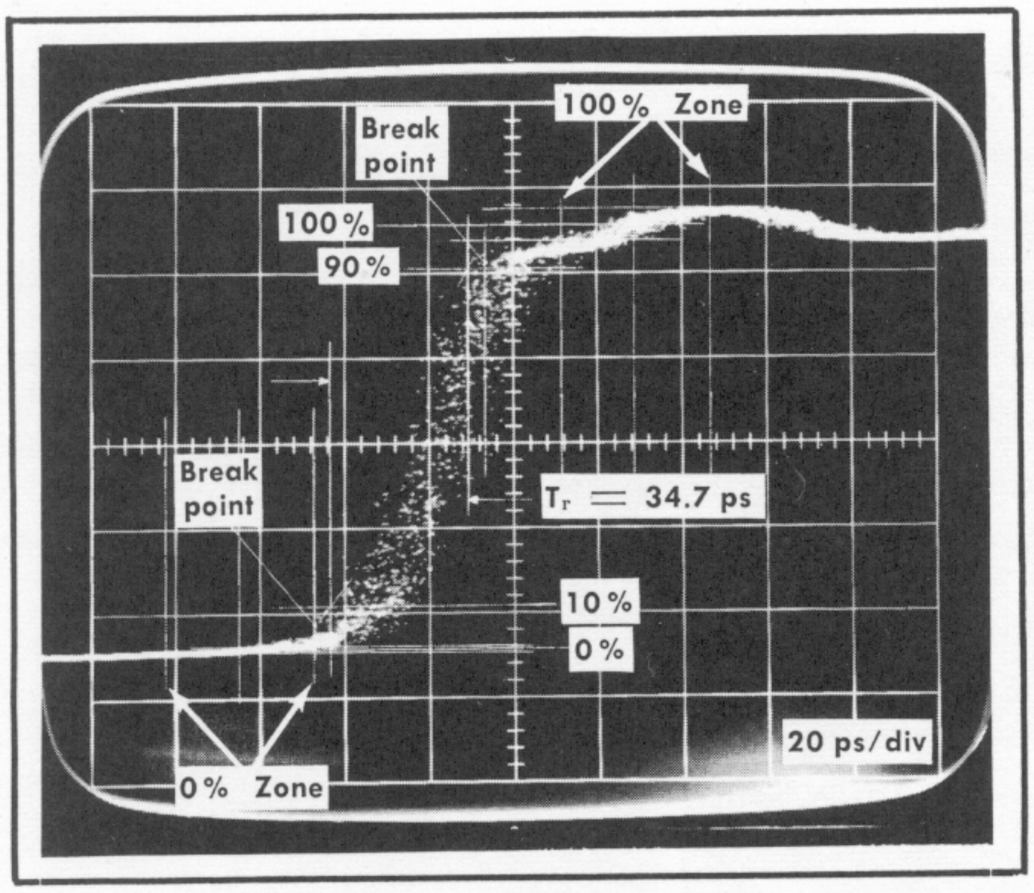

Fig. 5-5. Combination of Type S-50 and Type S-4 risetime measurement.
(1) Mark reference points at maximum rate of change, the break points shown in Fig. 5-5.
(2) Mark the centers of the 0% zone and 100% zone, 35 ps wide (the specified system risetime) and 35 ps from reference break points, shown in Fig. 5-5.
(3) Mark the average level of the 0% and 100% zones through the centers of the zones.
(4) Mark the 10% and 90% points in relation to the 0% and 100% average levels.
(5) Measure the risetime between the 10% and 90% points.